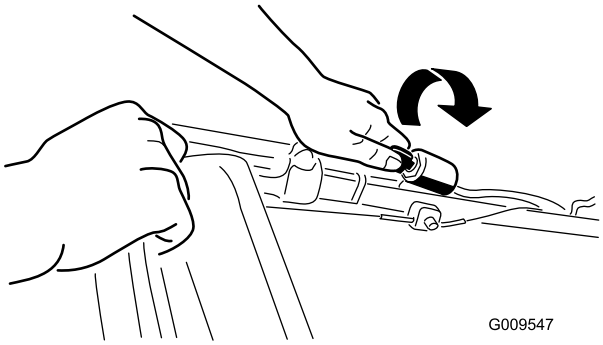
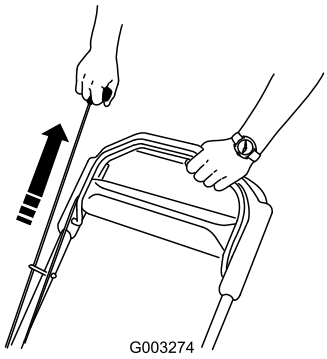

Figur 14
Figur 15
2. Drej tændingsnøglen (Figur 14), eller træk i tilbageslagsstarthåndtaget (Figur 15).
Bemærk: Når du trækker i tilbageslagsstarthåndtaget, skal du trække let i det, indtil du mærker modstand, og derefter trække hårdt i det (Figur 15). Lad snoren vende langsomt tilbage til håndtaget.